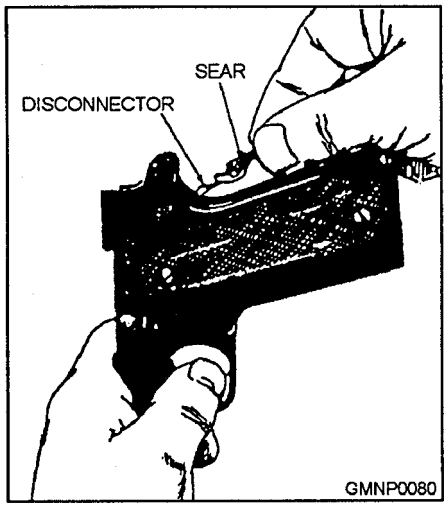

Figure 3-6.—Replacing the sear and disconnector.
2. Place the sear and disconnector in as one unit, fitted together, as shown in figure 3-6.